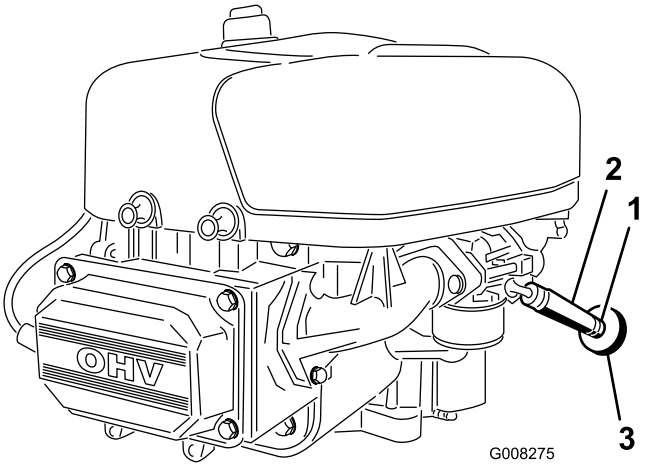

Figur 27
7. Løsn slangeklemmen ved brændstoffilteret, og før den op ad brændstofrøret væk fra brændstoffilteret (Figur 27).
8. Træk brændstofrøret af brændstoffilteret (Figur 27).
11. Før slangeklemmen hen til brændstofventilen for at fastgøre brændstofrøret (Figur 27).
Dette er det bedste tidspunkt at montere et nyt brændstoffilter på(Figur 27), da brændstoftanken er tom. Sæt aldrig et snavset filter på, hvis det er afmonteret fra brændstofrøret.